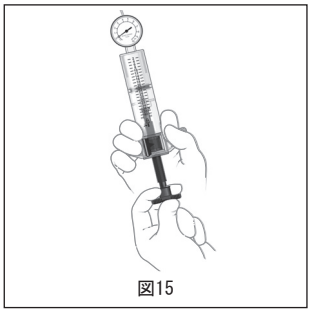

図15
9. インフレーションデバイスから空気を取り除き、25ccまで滅菌生理食塩水で満たします（図15）。